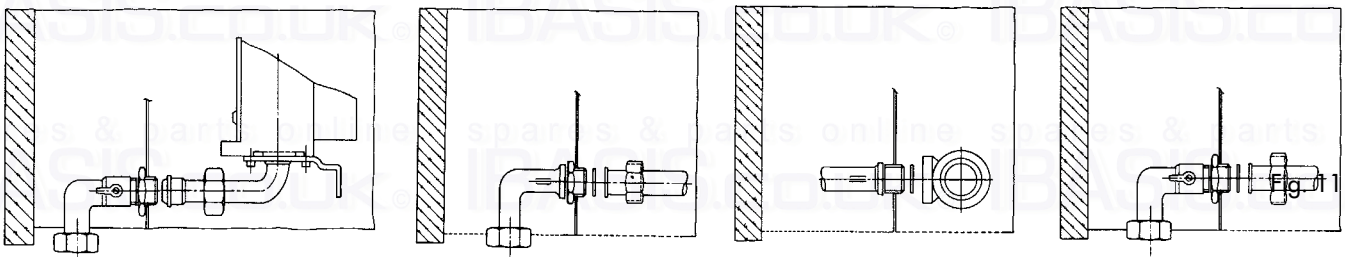

Fig. 11
4.3 From left to right fit gas cock and water valves as follows (fig. 11) using appropriate washer.
5.4 Connect installation pipe work to boiler valves in the order shown in fig. 11.
Open the central heating flow and return cocks (fig. 11).
Close all hot water draw off points. Open main cold water stop cock and ensure the cold water inlet cock is open at the boiler jig bracket (fig. 11). Slowly open each hot tap in turn until clean water, free from air pockets, is seen.